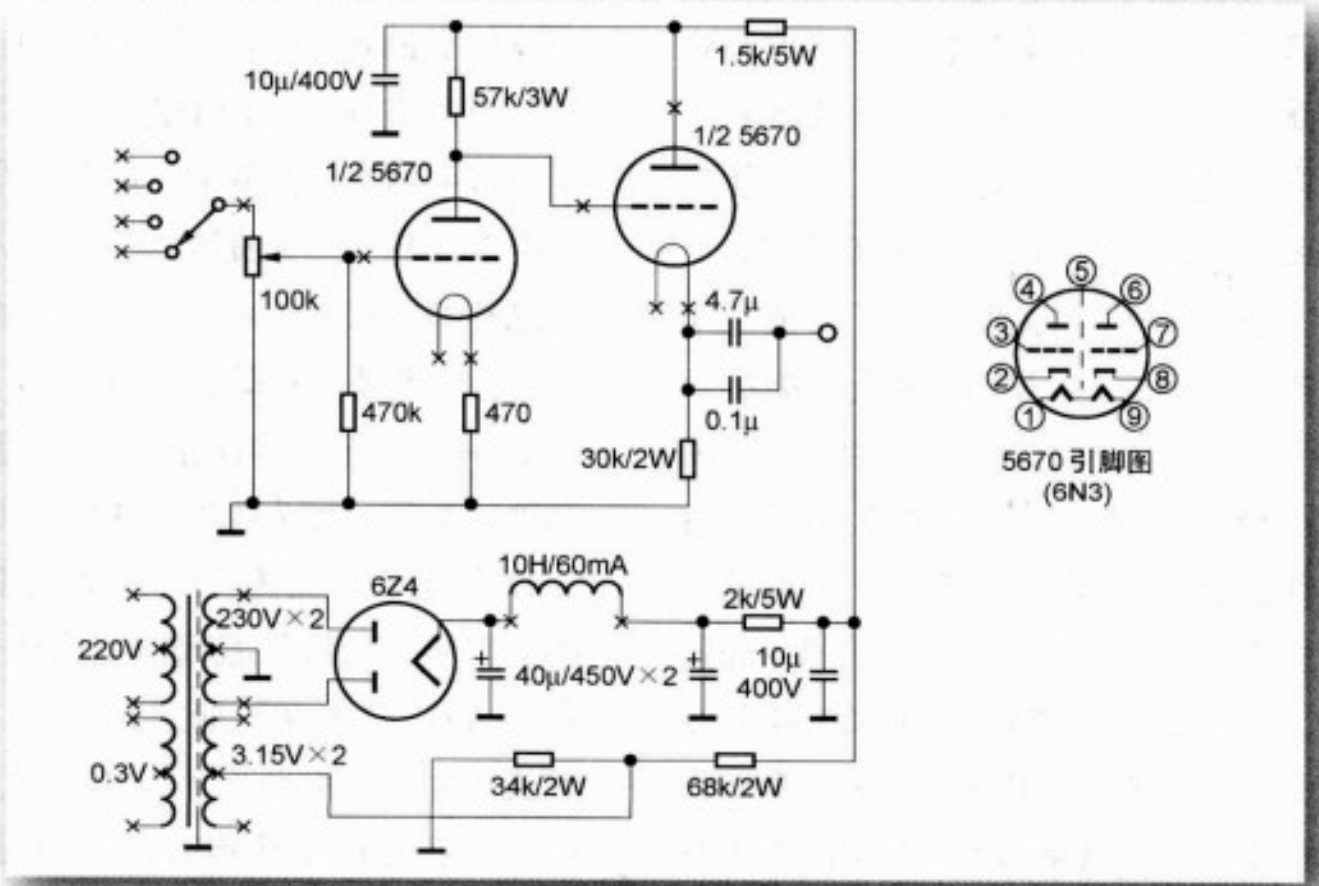

图1
电路原理如图1所示（只画出一个声道，另一声道相同）。从原理图可以看出，该机有四大特点：①第一级采用了共阴纯A类放大。现在的模拟放大器工作状态大体分为三类：即A类（甲类）、B类（乙类）和AB类（甲乙类），一般所说的放大器工作状态大都是指末级功放管的工作状态，对前级放大管的工作状态很少有人提及。这里需要说明的是，前级放大管的工作状态相对于末级更为重要，这一点相信不会有人提出异议，之所以有“前级出声，后级出力”之说，我想道理就在于此。同时，这一级的阴极取消了旁路电容，即本级的电流负反馈形成，因而该级增益高、动态大、频响宽、胆味浓。②第一级到第二级采用了直接耦合方式。这是因为如果级间用电容耦合时，容抗的存在会导致音频信号的相移，从而产生相位失真。音乐信号是由多谐波组合而成，如果不同的谐波产生各自不同的位移，这些谐波重新组合起来就会与原来的波形大不相同，从而产生失真。取消耦合电容后，级间电容引起的相位失真荡然无存，同时也展宽了频带。因此，放大器的音质变得更清澄透明、细腻圆滑、层次分明、非常耐听，省去了一只价格较高的耦合电容，也节省了开支，同时也使电路进一步得到简化。③第二级放大设计为阴极跟随器电路（也叫缓冲电路）。阴极输出电路起源于20世纪40年代，是由经典流行的共阴极放大电路演变而来。它是将原屏极回路中的负载直接移至阴极回路，构成了100%的负反馈，所以，虽然该电路的电压增益为1或小于1，但其阻抗、频响等特性指标却得到大幅度改善。它具有输入阻抗高、输出阻抗低、频响宽、失真小、带负载能力强、瞬态响应好等多项优点，完全能够满足当今众多数码音源的高保真回放要求。④取消了大环路负反馈电路，这是因为输入级已加了电流负反馈，第二级为100%的负反馈，这就为取消大环路负反馈奠定了基础。实践证明，取消大环路负反馈后，其声音具有相当好的瞬态互调特性，音色不但具有高级胆机特有的韵味，而且在力度上根除了胆机固有的“软皮糖”的弊端，声音听起来特别鲜活、有弹性、有跃感。